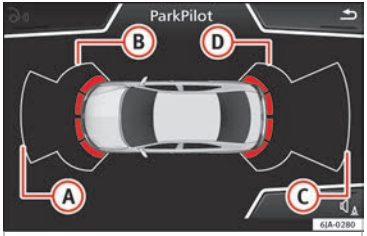

Fig. 182 Represented area.
If there is a fault in a sensor, the symbol ⚠ is displayed on the Easy Connect display in front of/behind the vehicle. If a rear sensor is faulty, only the obstacles in the areas (A) and (B) are displayed »» Fig. 182. If a front sensor is faulty, only the obstacles in the areas (C) and (D) are displayed.